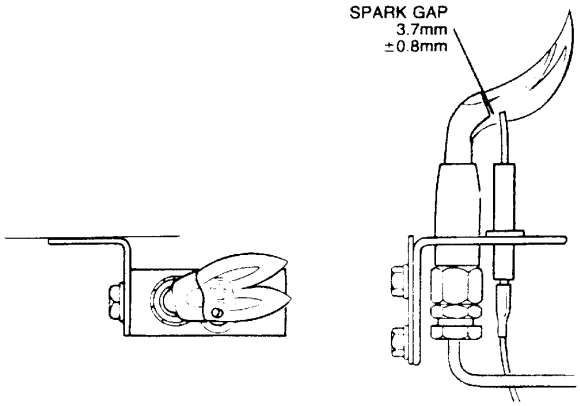

FIG. 29 PILOT BURNER SPARK GAP TOLERANCES
The pilot is pre-set and no adjustment is required. The pilot flame envelope should cover the electrode tip, see FIG. 29. If the pilot flame is not as illustrated, remove and clean the pilot as described in the Servicing Instructions Section 4, PILOT BURNER, Page 22.
H. Ensure that the spark gap is as illustrated in FIG. 29.
6. Replacement is the reverse of removal. On reassembly ensure that the spark gap is as illustrated in FiG. 29.